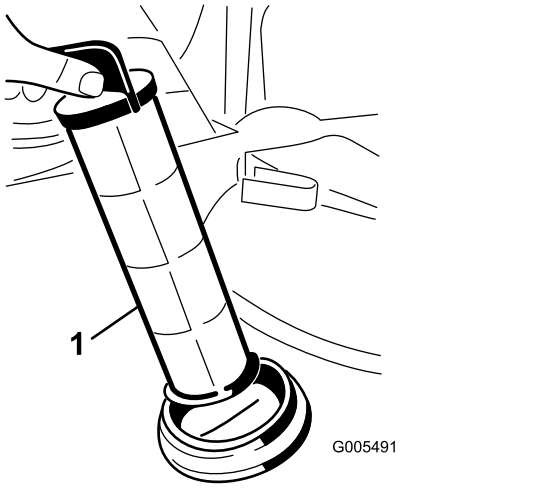

Figur 17
4. Trekk sugefilteret ut av sugefilterhuset i tanken (Figur 17).